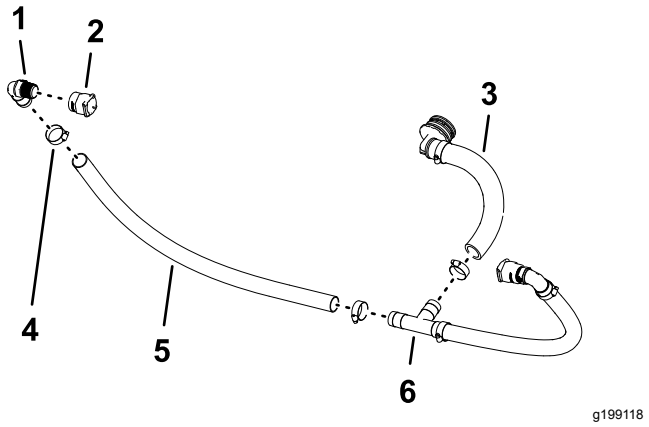

Figuur 90
2. Monteer de vrouwelijke snelkoppeling (3/4 inch) op de slangpilaar van 90° (1 x 3/4 inch NPT); zie Figuur 90.
3. Steek de slangpilaar van 90° (1 x 3/4 inch NPT) in de slang (1 x 26 inches) en bevestig de slang met een slangklem aan de fitting (Figuur 90).
4. Monteer het vrije uiteinde van de slang over de T-fitting (zie Figuur 90) en bevestig de slang met een slangklem aan de fitting.
6. Monteer de slangpilaar van 90° en de slang op de T-fitting en bevestig de slang met een slangklem aan de fitting (Figuur 90).